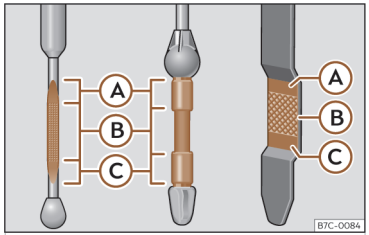

Fig. 217 Varilla de medición del nivel de aceite.
Leyenda de la ››› **fig. 217**:
- A continuación, vuelva a extraerla y compruebe el nivel de aceite ››› **fig. 217**. En caso necesario, reponga aceite del motor.
- Cuando el nivel de aceite alcance como mínimo la zona ››› fig. 217 Ⓑ, enrosque la tapa de la boca de llenado con cuidado ››› ⓘ.